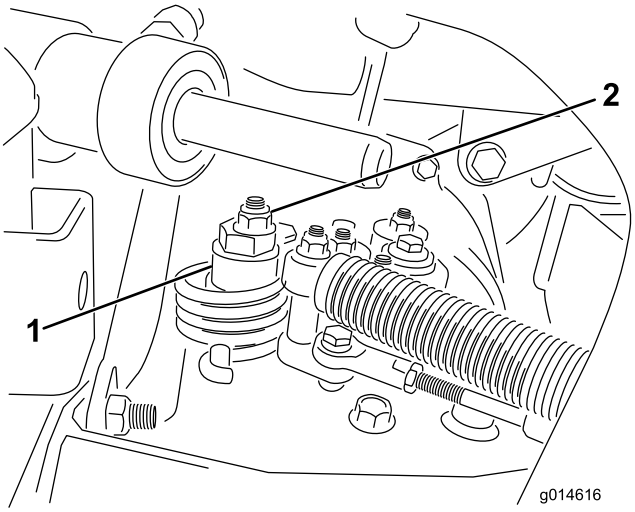

Figur 49
A. Løsne mutteren som fester eksenteren til toppen av hydrostaten (Figur 49).
C. Stram eksenteren til den ikke beveger seg i noen retning. Når hjulet ikke lenger roterer, må du stramme mutteren som låser eksenteren og justeringen (Figur 49). Kontroller justeringen med gassen i sakte- og hurtigstillingene.